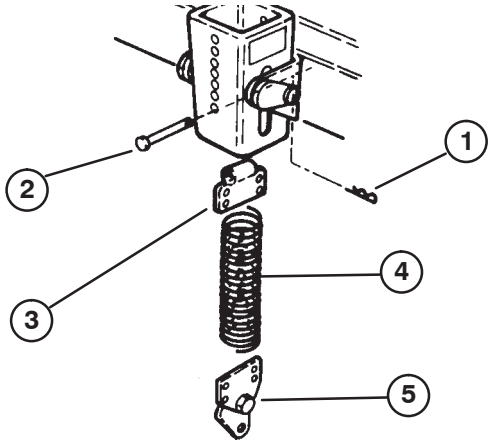

Figure 25
1. To compensate for the additional weight of the blower assembly, the original light counterbalance spring at the right side of the machine, must be replaced with the heavier spring included (Fig. 25).